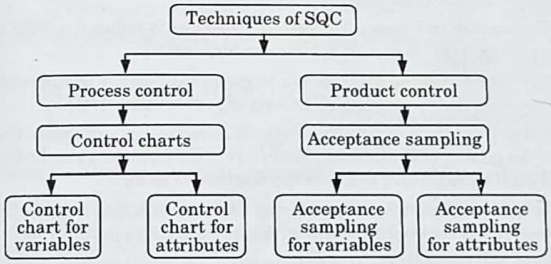

Fig. 4.2.1. Classification of SQC techniques.
2. These techniques are further classified into different categories as shown in Fig. 4.2.1.